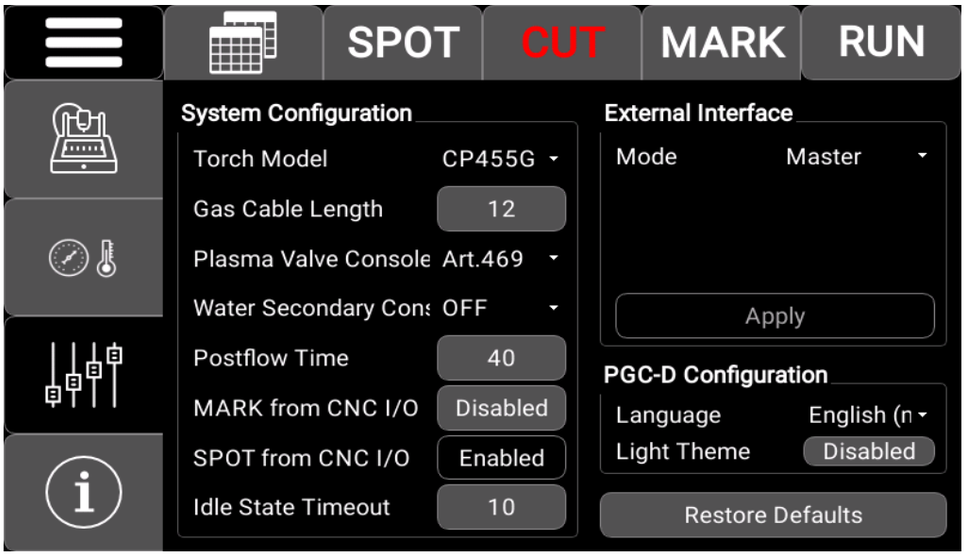

Fig. 4.4
Then enter the correct settings for your system, following the instructions shown in Fig.4.4 in the System Configuration box.
- directly by the CNC/Robot, by setting Enabled in the screen shown in Fig. 4.4. In this way, the Cut/Mark signal (see Fig. 3.5) switches between cutting mode (CUT) to marking mode (MARK) and vice versa